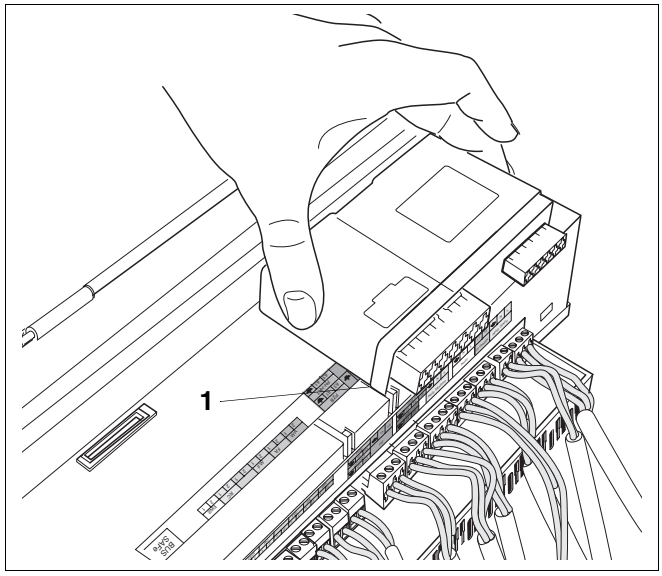

Rys. 36 Instalowanie modułów funkcyjnych
- Wprowadzić zewnętrzne tylne haki modułu funkcyjnego w zaczepy sterownika (rys. 36, **poz. 1**).
- Docisnąć przednią część modułu do dołu (rys. 36).